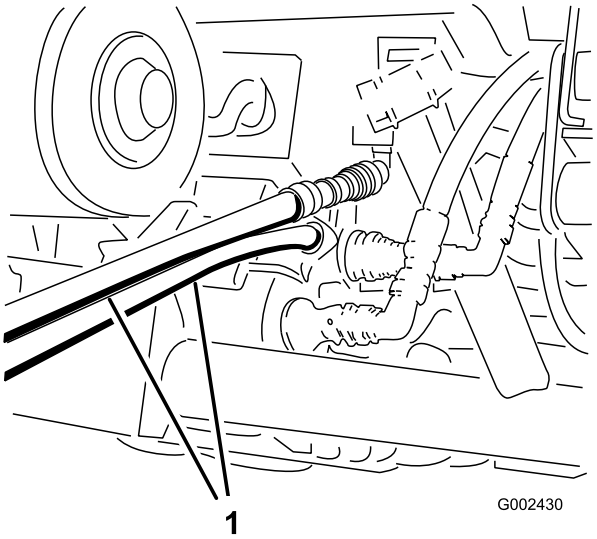

Figura 81
- En el otro vehículo, conecte los dos manguitos al acoplamiento que permanece todavía en el soporte de acoplamiento (conecte el manguito superior al acoplamiento superior y el manguito inferior al acoplamiento inferior) (Figura 81). Tapone cualquier acoplamiento no utilizado.